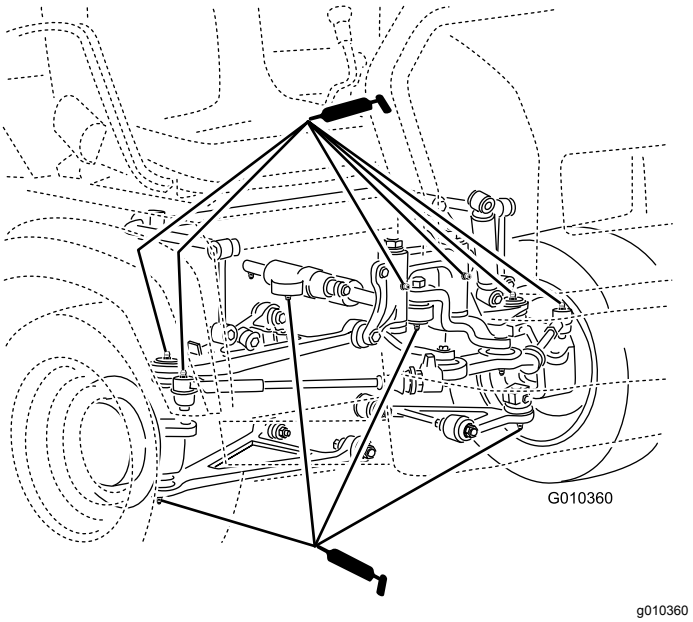

Figura 29
- **Giunti sferici (4)**; fate riferimento alla Figura 29
- **Tiranti (2)**; fate riferimento alla Figura 29
- **Supporti a perno (2)**; fate riferimento alla Figura 29
- **Cilindro dello sterzo (2)**; fate riferimento alla Figura 29